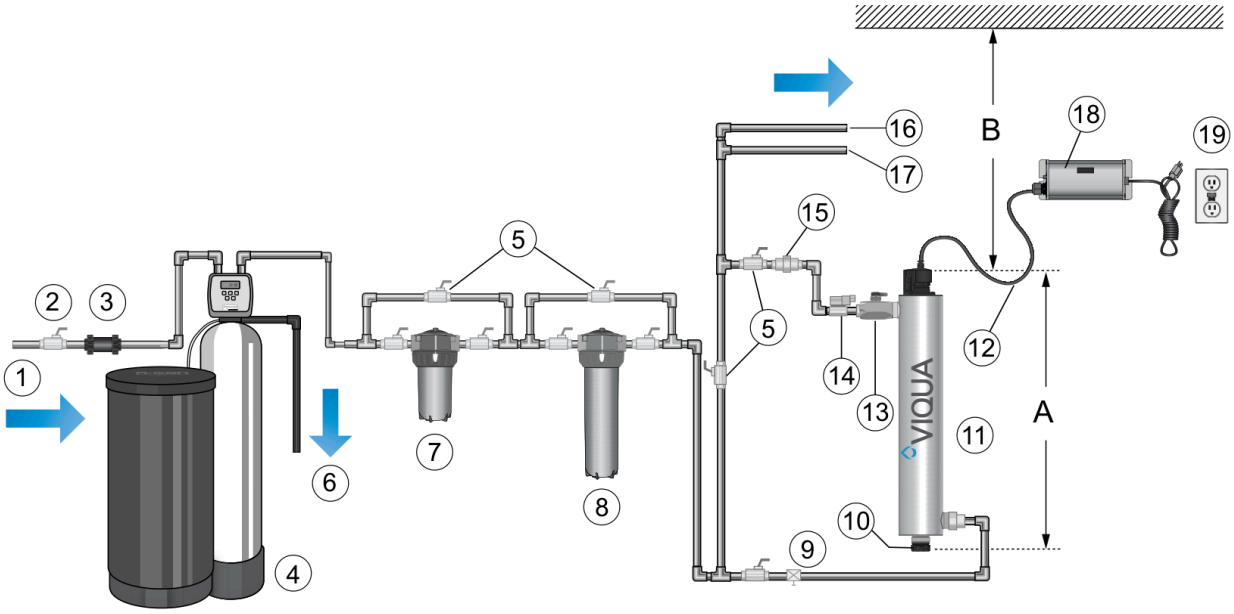

Rys. 3. Typowa instalacja sterylizatora serii VH/VP wg producenta – numeracja jak w legendzie poniżej
- [ ] Wolna przestrzeń nad komorą (lub obok niej przy montażu poziomym) co najmniej równa jej długości, czyli 59,6 cm – potrzebna do wyjęcia promiennika i rury kwarcowej (wymiar B na rys. 3).
Jeśli go stosujesz, zamontuj zawór termostatyczny 440179 po stronie wylotu komory (pozycja 13 na rys. 3).
Wykonaj obejście z zaworami (pozycja 5 na rys. 3), aby można było odłączyć sterylizator na czas serwisu. Podczas normalnej pracy zawór obejścia musi być zamknięty.
Poprowadź przewód zasilający i przewód promiennika tak, aby przed sterownikiem i gniazdem tworzyły pętlę skierowaną w dół (pozycja 12 na rys. 3). Woda spływająca po przewodzie skapnie wtedy z najniższego punktu pętli.